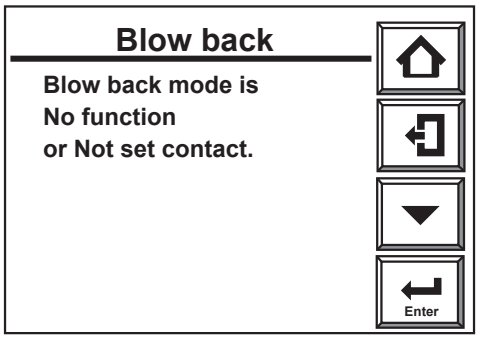

Figure 10.27 No Function (Disabled)
2) If a display like Figure 10.27 appears, then mode is set to [No function]. Refer to Subsection 10.5.1, “Mode” and change the mode appropriately.